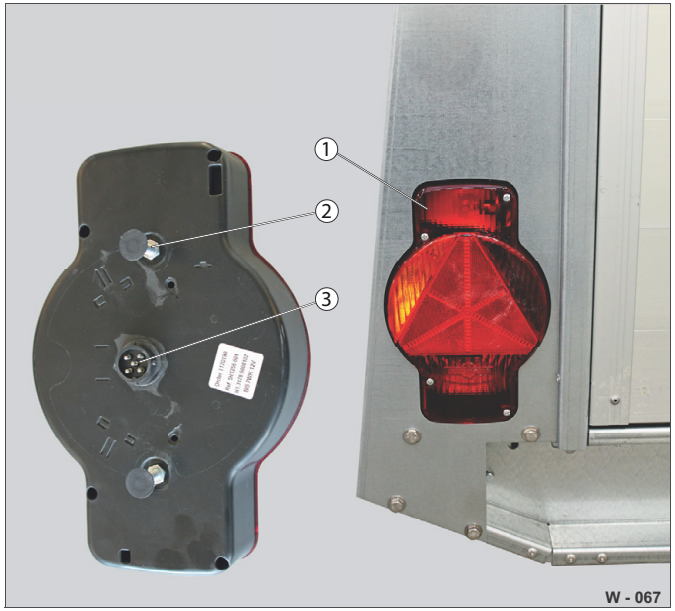

Abb. 69 Zadní světlo Humbaur (vertikální)
- ▶ Uvolněte šroubové spoje (Abb. 69/2) a konektor (Abb. 69/3) k zadnímu světlu.
- ▶ Nasaďte nové zadní světlo (Abb. 69/1) – dávejte pozor na provedení.